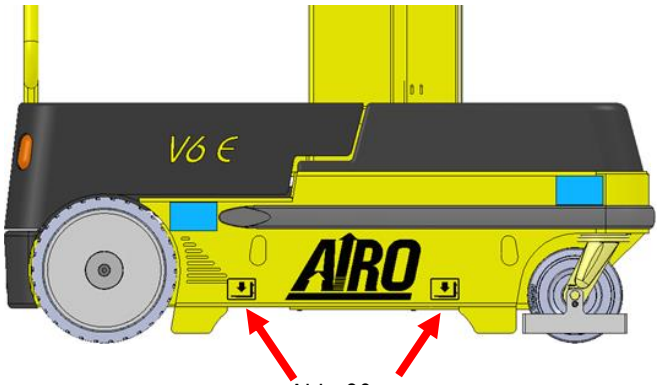

Abb. 30
- Die Maschine **mittels Hubwagen** angemessener Tragfähigkeit (siehe Maschinengewicht in den "Technischen Merkmalen") anheben, dessen Gabeln mindestens so lang wie die Maschinenbreite sein müssen. Die Gabeln dort an der Maschine einführen, wo die bezüglichen Aufkleber angebracht Abb. 30. Sollten diese nicht vorhanden sein, ist es STRIKT VERBOTEN, die Maschine mit einem Hubwagen anzuheben. Die Maschinenanhebung mittels Hubwagen hat durch einen qualifizierten Bediener zu erfolgen.